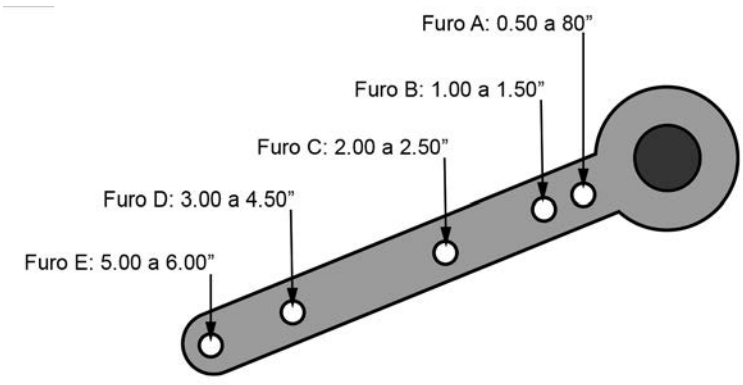

Figura 19 - Configurações de curso
3. Defina as extremidades da haste e os suportes para o curso e o tamanho do atuador. A configuração padrão do curso é de 4,00". Outras configurações de curso são as da Figura 19.